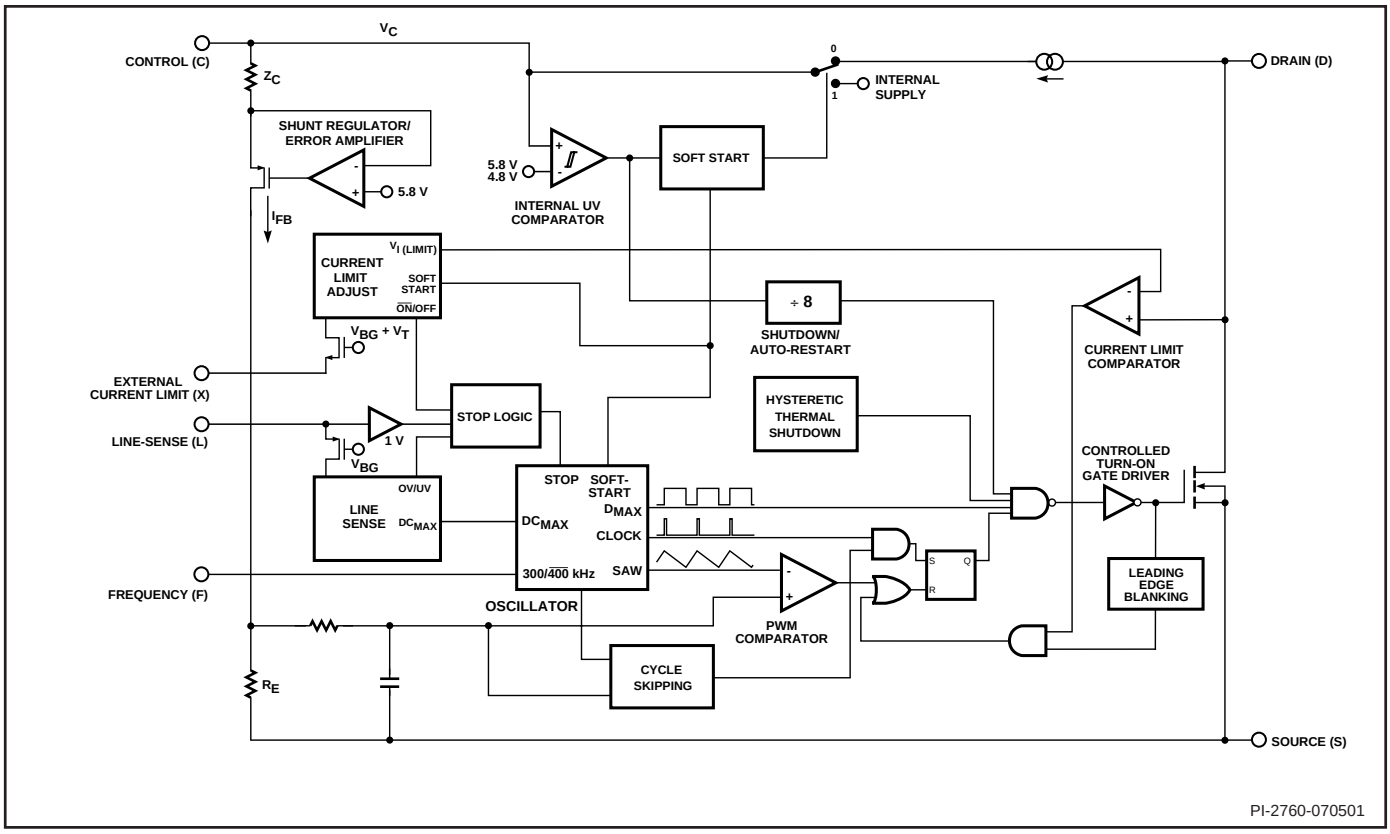
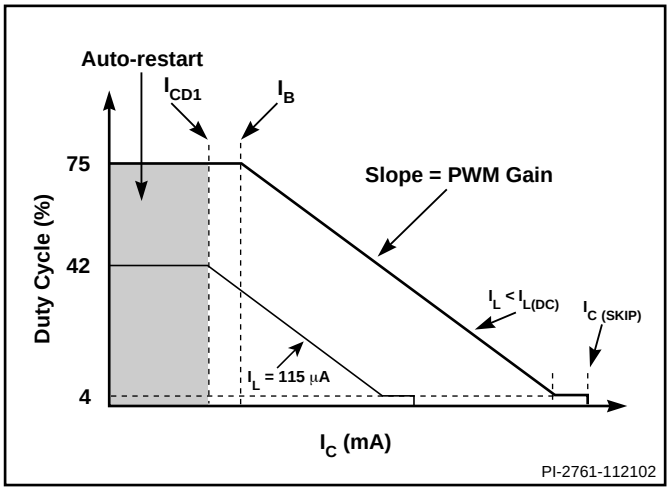

*Figure 2. Functional Block Diagram.*
*Figure 4. Relationship of Duty Cycle to CONTROL Pin Current.*
*DPA-Switch* is an integrated switched mode power supply chip that converts a current at the control input to a duty cycle at the open drain output of a high voltage power MOSFET. During normal operation the duty cycle of the power MOSFET decreases linearly with increasing CONTROL pin current as shown in Figure 4. A patented high-voltage CMOS technology allows both the high-voltage power MOSFET and all the low voltage control circuitry to be cost effectively integrated onto a single monolithic chip.
approximately 5.8 V, the control circuitry is activated and the soft-start begins. The soft-start circuit gradually increases the duty cycle of the MOSFET from zero to the maximum value over approximately 5 ms. The high voltage current source is turned off at the end of the soft-start. If no external feedback/ supply current is fed into the CONTROL pin by the end of the soft-start, the CONTROL pin will start discharging in response to the supply current drawn by the control circuitry and the gate current of the switching MOSFET driver. If the power supply is designed properly, and no fault condition such as open loop or overloaded output exists, the feedback loop will close, providing external CONTROL pin current, before the CONTROL pin voltage has had a chance to discharge to the lower threshold voltage of approximately 4.8 V (internal supply under-voltage lockout threshold). When the externally fed current charges the CONTROL pin to the shunt regulator voltage of 5.8 V, current in excess of the consumption of the chip is shunted to SOURCE through resistor $R_E$ as shown in Figure 2. This current flowing through $R_E$ controls the duty cycle of the power MOSFET to provide closed loop regulation. The shunt regulator has a finite low output impedance $Z_C$ that sets the gain of the error amplifier when used in a primary feedback configuration. The dynamic impedance $Z_C$ of the CONTROL pin together with the external CONTROL pin capacitance sets the dominant pole for the control loop.
The pulse width modulator implements voltage mode control by driving the output MOSFET with a duty cycle inversely proportional to the current into the CONTROL pin that is in excess of the internal supply current of the chip (see Figure 4). The excess current is the feedback error signal that appears across $R_E$ (see Figure 2). This signal is filtered by an RC network with a typical corner frequency of 30 kHz to reduce the effect of switching noise in the chip supply current generated by the MOSFET gate driver. The filtered error signal is compared with the internal oscillator sawtooth waveform to generate the duty cycle waveform. As the control current increases, the duty cycle decreases. A clock signal from the oscillator sets a latch that turns on the output MOSFET. The pulse width modulator resets the latch, turning off the output MOSFET. Note that a minimum current must be driven into the CONTROL pin before the duty cycle begins to change.
To maintain power supply output regulation, the pulse width modulator reduces duty cycle as the load at the power supply output decreases. This reduction in duty cycle is proportional to the current flowing into the CONTROL pin. As the CONTROL pin current increases, the duty cycle reduces linearly towards a minimum value specified as minimum duty cycle, $DC_{MIN}$. After reaching $DC_{MIN}$, if CONTROL pin current is increased further by approximately 2 mA, the pulse width modulator will force the duty cycle from $DC_{MIN}$ to zero in a discrete step (refer to Figure 4). This feature allows a power supply to operate in a cycle skipping mode when the load consumes less power than the *DPA-Switch* delivers at minimum duty cycle, $DC_{MIN}$. No additional control is needed for the transition between normal operation and cycle skipping. As the load increases or decreases, the power supply automatically switches between normal and cycle skipping mode as necessary.
The same resistor used for UV and OV also implements line voltage feed forward that minimizes output line ripple and reduces power supply output sensitivity to line transients. This feed forward operation is illustrated in Figure 4 by the different values of $I_L$. Note that for the same CONTROL pin current, higher line voltage results in smaller operating duty cycle. As an added feature, the maximum duty cycle $DC_{MAX}$ is also reduced from 75% (typical) at a voltage slightly higher than the UV threshold to 33% (typical) at the OV threshold (see Figures 4, 7). Limiting $DC_{MAX}$ at higher line voltages helps prevent transformer saturation due to large load transients in forward converter applications. $DC_{MAX}$ of 33% at the OV threshold was chosen to ensure that the power capability of the *DPA-Switch* is not restricted by this feature under normal operation.